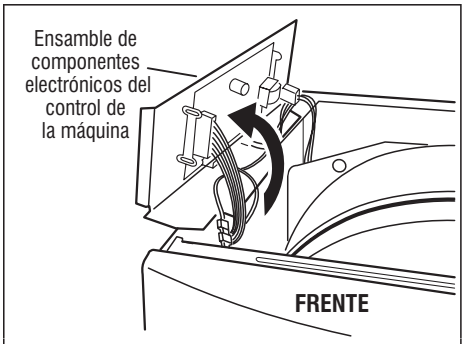

Figura 17 *Gire el ensamble hacia arriba para lograr acceso al tablero del circuito de control de la máquina.*
2. Mientras se retira el ensamble de su posición de montaje, gire el ensamble hacia arriba para lograr acceso al tablero del circuito de control de la máquina y fíjelo en el panel lateral. Vea la figura 17.